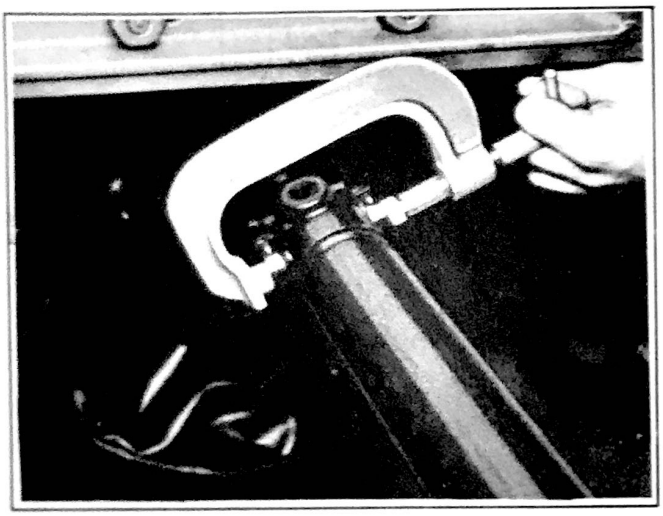

Figure 353
6. Install the other two bearing assemblies on the journal and compress them with the universal joint assembling tool J 881 (Fig. 353).